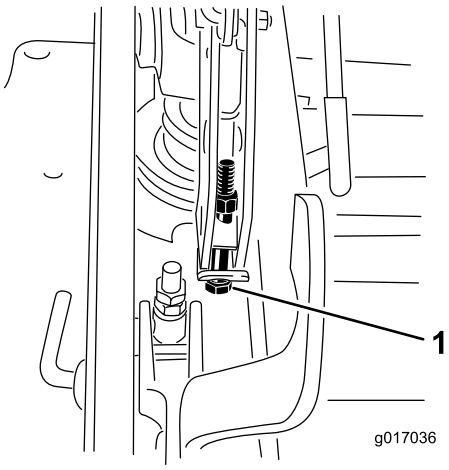

Figur 91
13. Om däcket är för lågt drar du åt enkelpunktjusterings-skruven genom att vrida den medurs. Om däcket är för högt lossar du på enkelpunktjusteringsskruven genom att vrida den moturs (Figur 91).